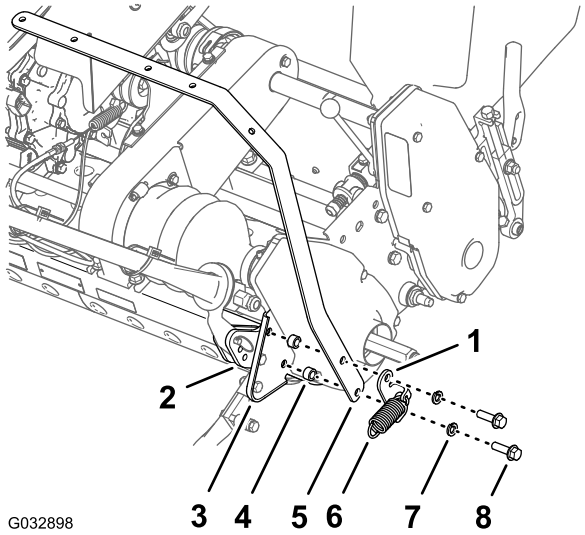

Figur 5
7. Monter fjederankerbeslaget, lygtebommens højre bøjle, to afstandsbøsninger og den højre sideplade til den ydre plade på bagstellet (Figur 5) med de to flangehovedbolte (3/8 x 1-1/4 tomme) og to låseskiver (3/8 tomme), som du fjernede i trin 6.